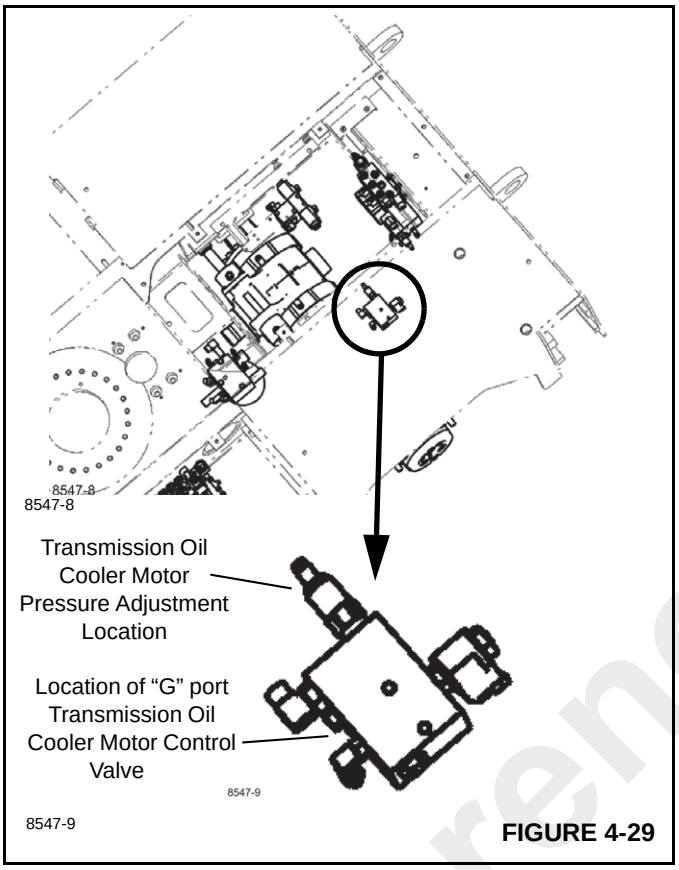

FIGURE 4-29
1. The pressure check diagnostic quick disconnect (Parker PD240) with gauge should still be installed onto Oil Cooler Motor Valve “G” Port shown in Figure 4-29.
4. If the pressure needs adjusted, loosen the jam nut and turn the pressure reducing valve adjustment screw, shown in Figure 4-29 until the pressure in step 3 is showing on the pressure gauge; clockwise increases pressure, counterclockwise reduces the pressure.